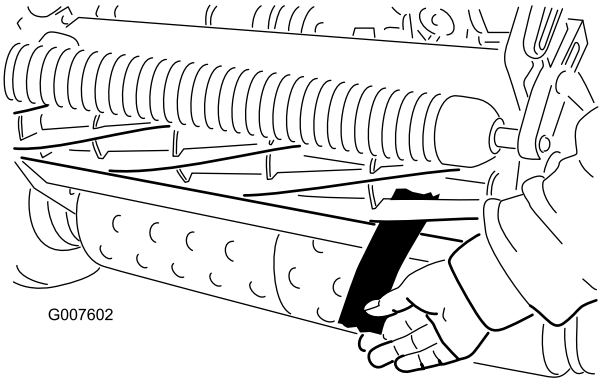

Figur 47
12. Testa klipprestandan genom att föra in en lång remsa av klipprestandapapper mellan cylindern och underkniven, i rät vinkel mot underkniven (Figur 47). Rotera cylindern långsamt framåt. Den ska klippa papperet.